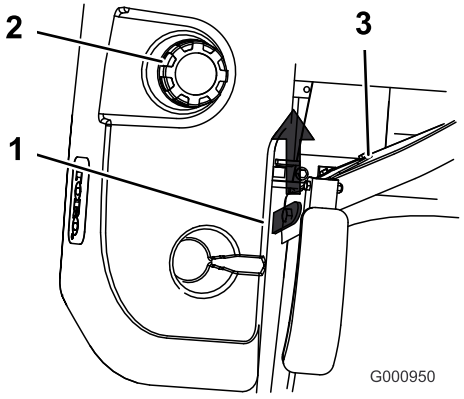

Rysunek 30
3. Unieś fotel. Umożliwi to uzyskanie dostępu do maszyny pod fotelem (Rysunek 30).